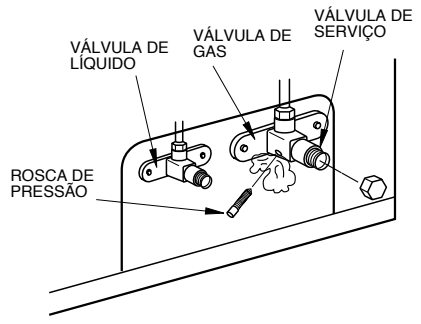

Fig. 16
7. Abra as duas válvulas completamente, tanto a de gás como a de líquido (Fig. 16).